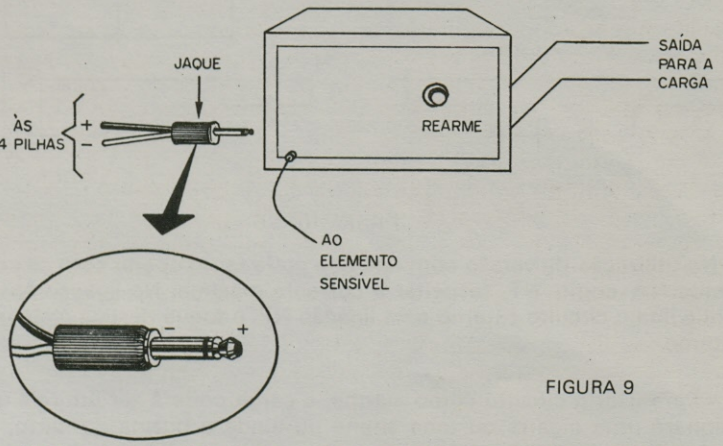

FIGURA 9
- Para uma finalidade experimental (demonstrações, experiências, mágicas simples, etc) a carga pode ser uma lâmpada 7121D (Philips) que funciona com 6V e necessita de uma corrente de 50 mA. Para esta lâmpada a fonte de alimentação será formada por 4 pilhas pequenas ou médias montadas em suporte apropriado (figura 9).